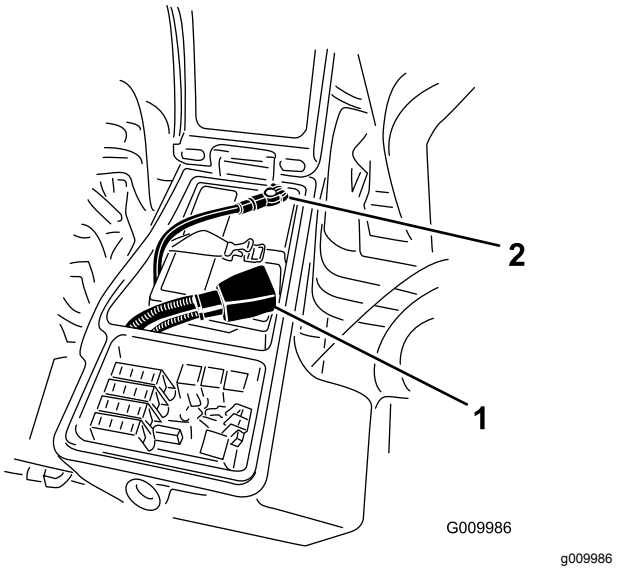

Rysunek 38
4. Podłącz przewód dodatni (czerwony) do bieguna dodatniego (+), a przewód ujemny (czarny) do bieguna ujemnego (-) akumulatora (Rysunek 38). Zamocuj przewody do zacisków, używając śrub niewypadających i nakrętek. Trzeba upewnić się, czy klema dodatnia (+) całkowicie weszła na swój biegun i czy czerwony kabel jest ułożony wzdłuż obudowy akumulatora. Kabel nie może dotykać pokrywy akumulatora. Na dodatni biegun akumulatora nasuwamy gumowy kapturek wykluczający możliwość zwarć.